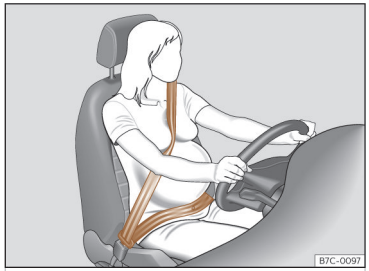

Abb. 26 Gurtbandverlauf bei schwangeren Frauen.
Bei **schwangeren Frauen** muss der Sicherheitsgurt gleichmäßig über die Brust und möglichst tief vor dem Becken verlaufen sowie flach anliegen, damit kein Druck auf den Unterleib ausgeübt wird - und das während der gesamten Schwangerschaft ››› **(Abb. 26)**.
- **Das Beckengurtteil des Sicherheitsgurts muss bei Schwangeren möglichst tief vor dem Becken verlaufen und „um den runden Bauch herum“ flach anliegen ››› (Abb. 26).**